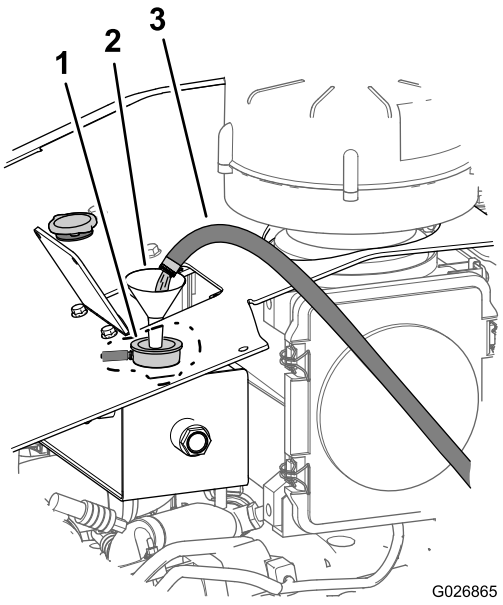

Figura 103
A. Llene el sistema de refrigeración con agua limpia (Figura 103).